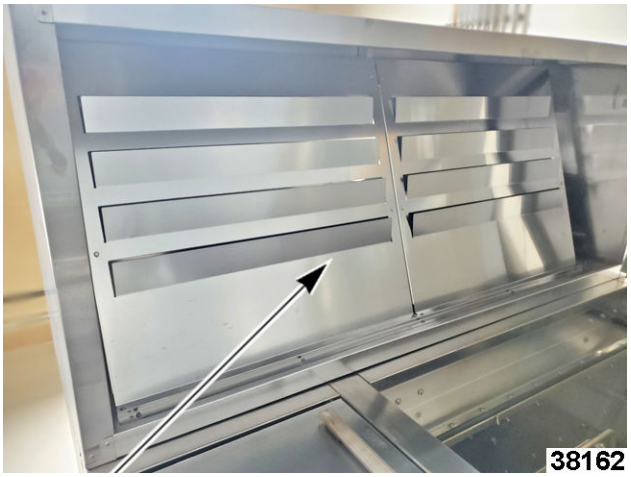

Fig. 85
1. From inside hood, remove #10-32 screws securing both inner baffle panels (Fig. 85) to hood, then set aside baffles and other loose parts packaged inside hood.